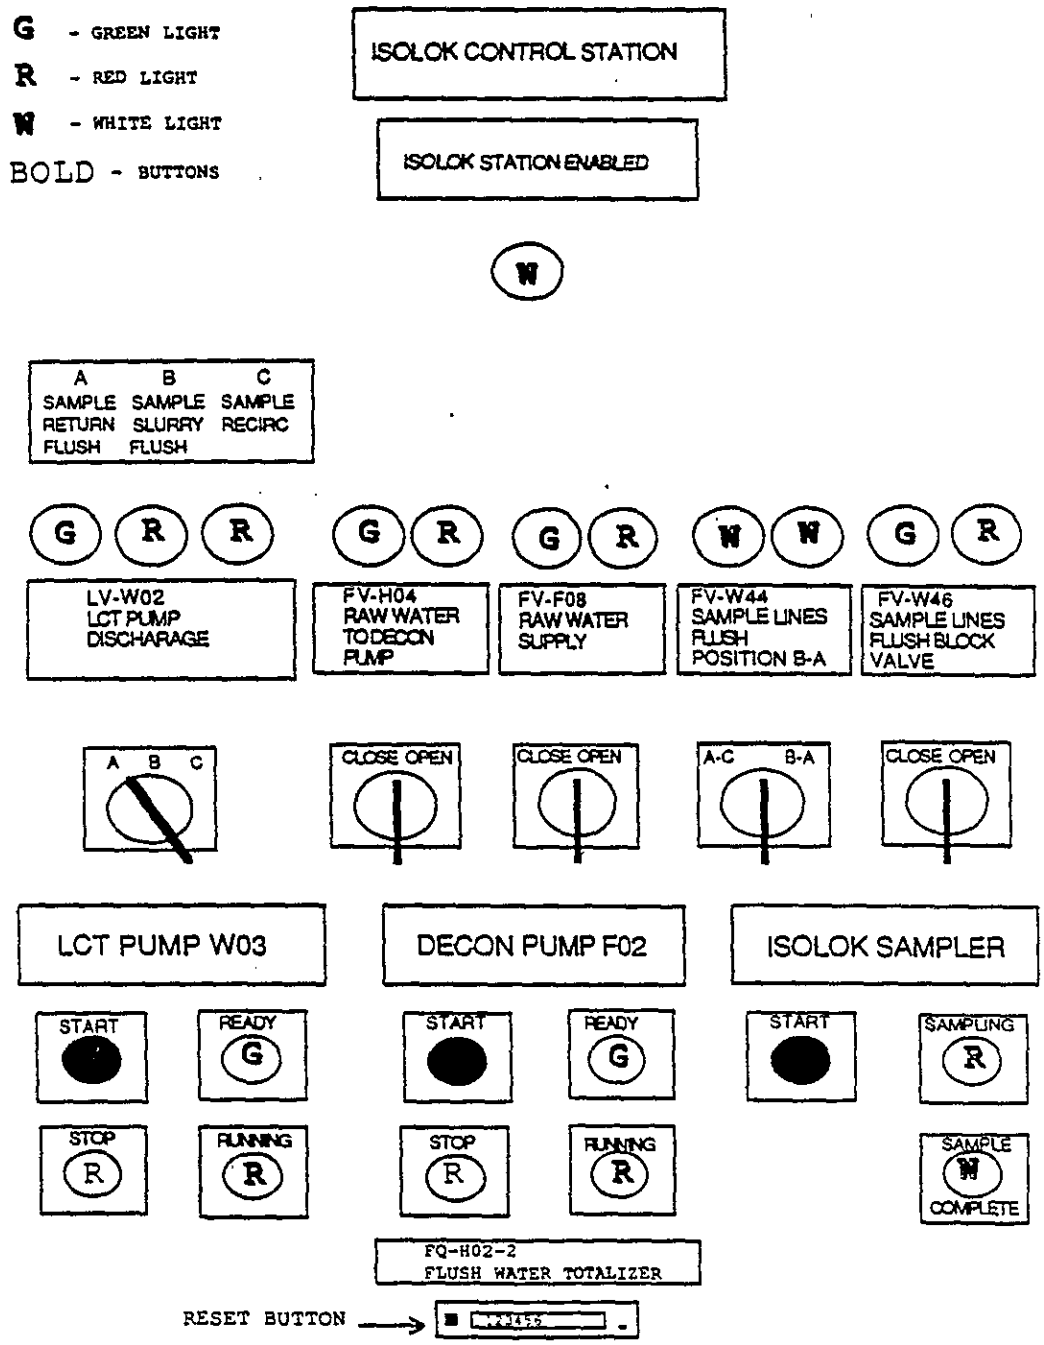

FIGURE 1 - ISOLOK STATION CONTROL PANEL
19. Start LCT pump W03 by pressing the START button on the Isolok Station Control Panel. See FIGURE 1.
- Proper AP Farm process jumpers are in place per TRANSFER LCT TO AP-102 TRANSFER SCHEMATIC, Figure 1, and confirmed with routing board at 272-AW